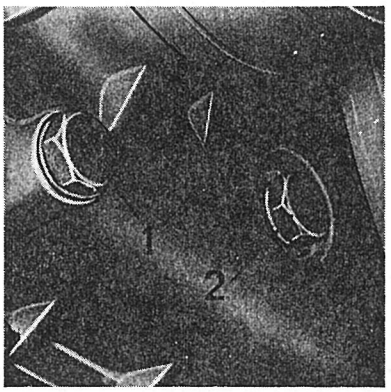

Afb. 3.8.3. Secundaire variomatic
3.8.2. Secundaire variomatic (afb. 3.8.3.)